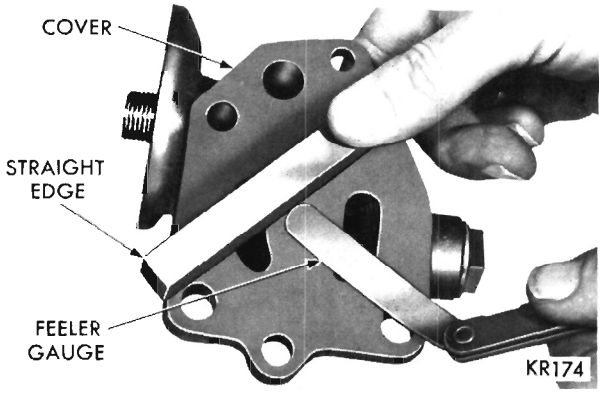

Fig. 38—Measuring Oil Pump Cover Flatness
(1) Clean all parts thoroughly. The mating face of filter base (oil pump cover) should be smooth. Replace filter base if it is scratched or grooved.
(2) Lay a straightedge across oil pump filter base surface (Fig. 38). If a .0015 inch feeler gauge can be inserted between the base and straightedge, filter base should be replaced.